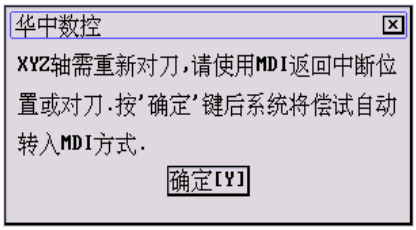
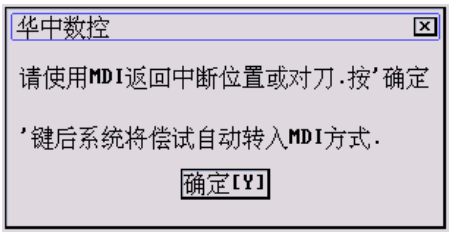

图 6.6.5 需要重新对刀
图 6.6.6 需要返回断点
(3) 按 5.4.1 节的步骤(4)~(7) 选择要恢复的断点文件路径及文件名，如当前目录下的“PARTBRK1.BP1”；
(4) 按 **Enter** 键，系统会根据断点文件中的信息，恢复中断程序运行时的状态，并弹出如图 6.6.5 或图 6.6.6 所示对话框；